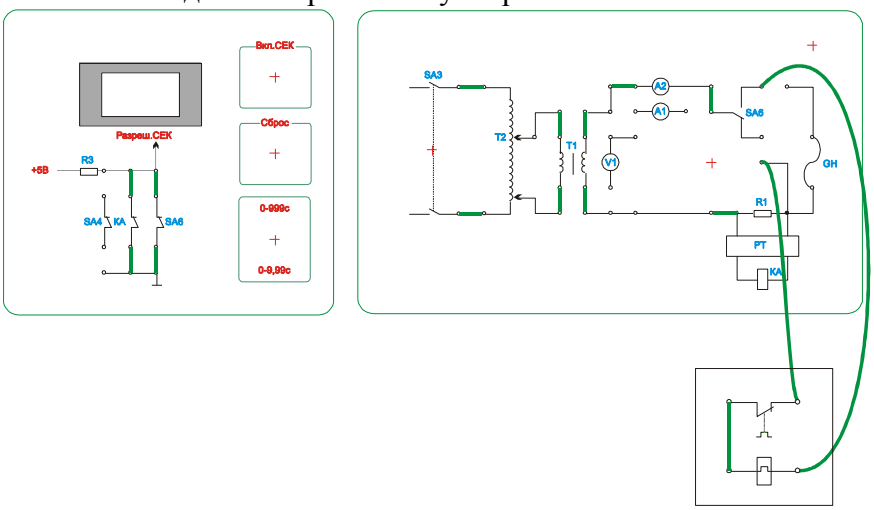

Рис. 6.2.
6.3.1. В качестве исследуемого применяется реле ТРН-10 с номинальнойуставкой тока 0,8 А. Для исследования необходимо собрать схему на рис. 6.2.